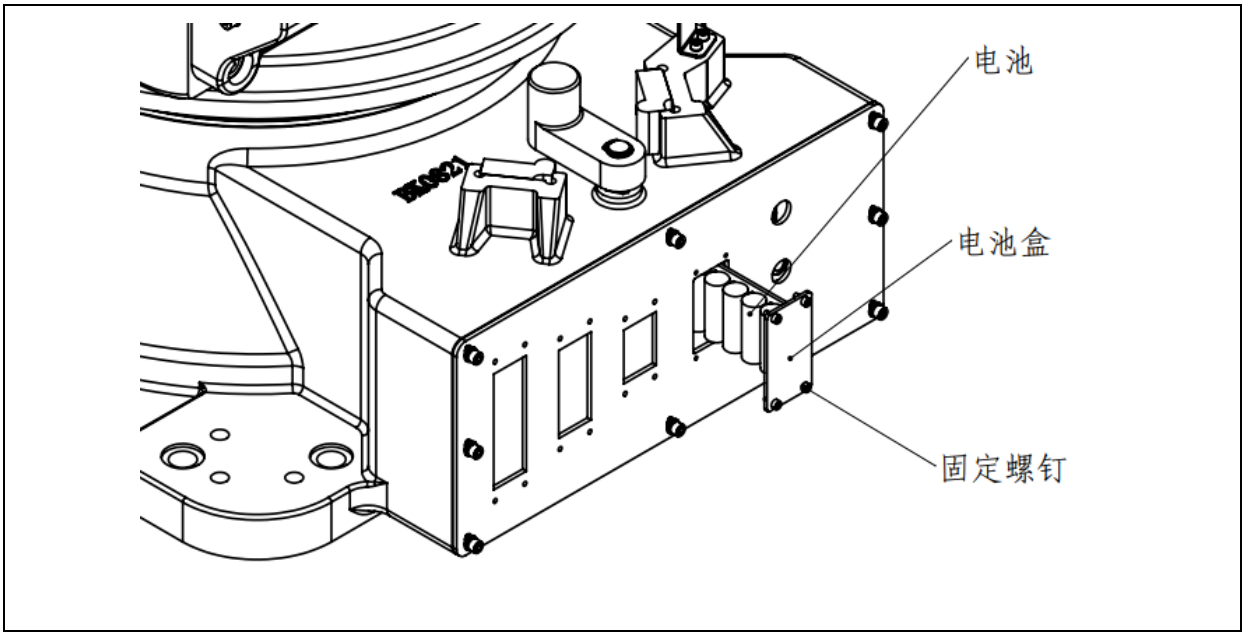

图5-6 电池位置示意图（iER170-2650、iER130-3200、iER160-3200、iER220-2650、iER220-2700、 iER220-3100、iER270-2700）
2. 如图 5.6、图 5.7 所示，拆下盖板后，即可看到 J5 轴同步带；